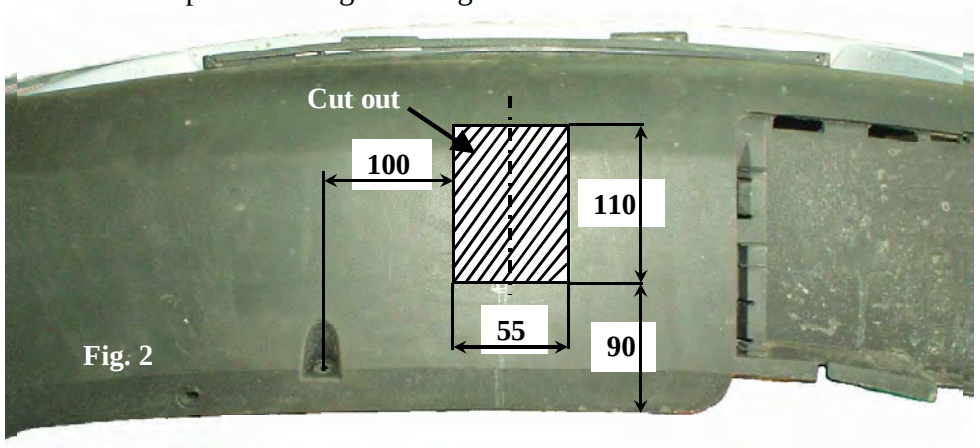

Fig. 2
2. Slide the main bar of the towing hitch (pos. 1) to the chassis members (do it such a way holes (pos. A) cover original holes in the chassis members), then fix it using bolts M10x35mm (pos. 6) together with plain washers (pos. 4).
3. Cut the bumper according to the fig. 2 and then reassemble it.